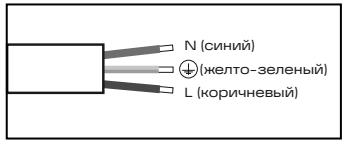

Рис. 6
5.11.5 Выполните электрическое подключение осветительного прибора согласно рис. 6 или 7 (для версии с DALI 2.0).
5.12.5 Выполните электрическое подключение осветительного прибора согласно рис. 6 или 7 (для версии с DALI 2.0).